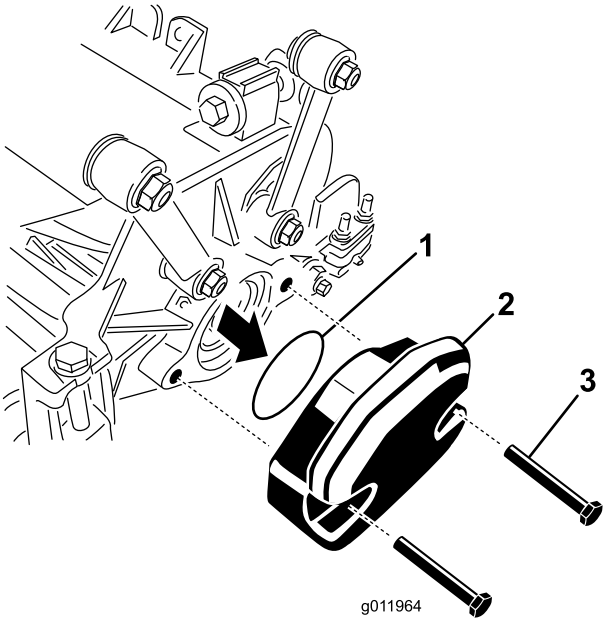

Figuur 23
2. Verwijder de gewichten en de O-ring (Figuur 23) van de binnenzijde van het rechtermaaidek.